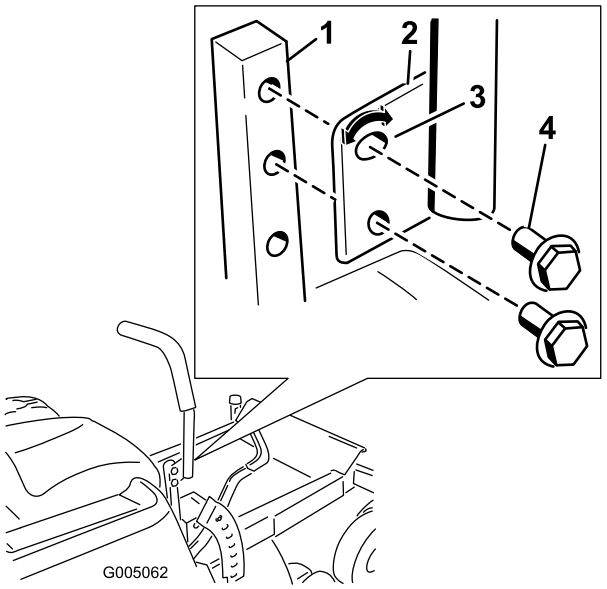

Bild 21
1. Entfernen Sie die beiden Schrauben, mit denen der Schalthebel am Schalthebelarm befestigt ist (Bild 21).
2. Setzen Sie den Schalthebel in die nächste Lochposition. Befestigen Sie den Hebel mit den zwei Schrauben (Bild 21).
2. Lösen Sie die untere Schraube genug, um den Schalthebel nach vorne oder hinten zu drehen (Bild 21). Ziehen Sie beide Schrauben fest, um den Schalthebel in der neuen Stellung zu arretieren.